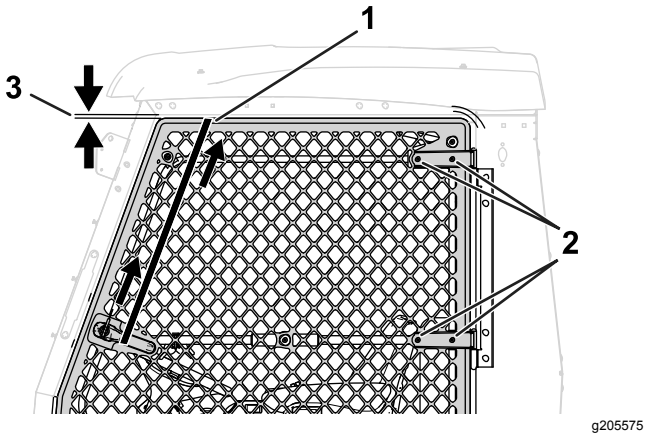

Figura 6
2. Chiudete lo sportello e utilizzate una cinghia di ritenzione per sostenere lo sportello (Figura 6).
3. Allentate i 4 bulloni e i 4 dadi sulla cerniera dello sportello (Figura 6).
4. Serrate la cinghia di ritenzione per sollevare lo sportello (Figura 6).